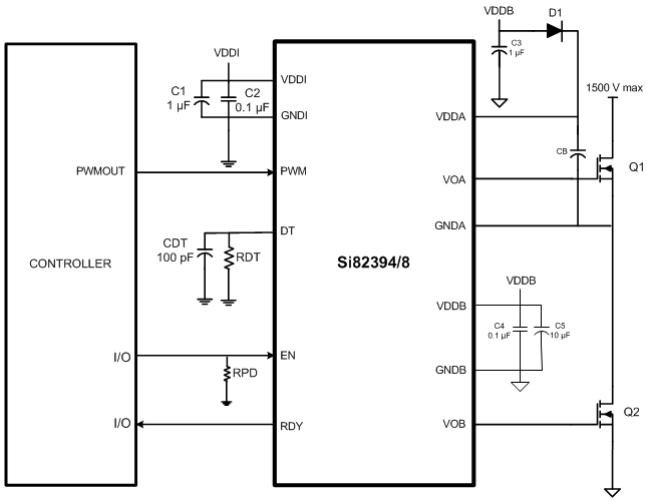

Figure 3.1. Si82394/8 Application Diagram
All high-side/low-side drivers (Si82394/8) include programmable dead time, which adds a user-programmable delay between transitions of VOA and VOB. When enabled, dead time is present on all transitions. The amount of dead time delay (DT) is programmed by a single resistor (RDT) connected from the DT input to ground per the equation below. Note that the dead time pin should be connected to GND1 through a resistor between the values of 6 kΩ and 100 kΩ and a filter capacitor of 100 pF in parallel as shown in Figure 3.1 Si82394/8 Application Diagram on page 18. It is highly recommended it not be tied to VDDI. See Figure 2.18 Dead Time Waveforms for High-Side/Low-Side Drivers on page 17 below.